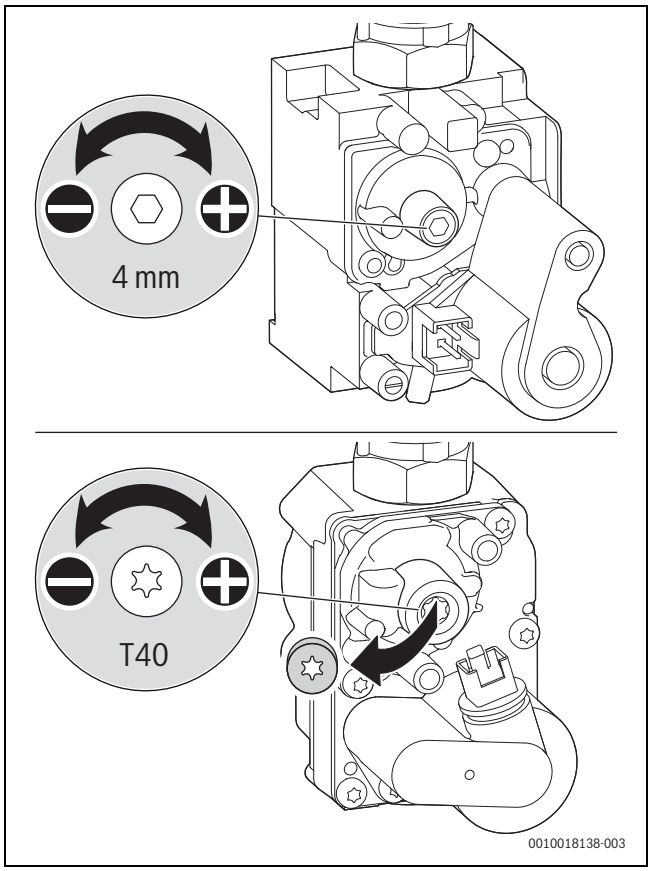

Fig. 56 Régler la teneur en CO_2 ou en O_2
- Retirer le scellé sur la vis de réglage du bloc gaz (bloc gaz en bas uniquement dans la fig. 56) et régler la teneur en CO_2 ou en O_2 pour une puissance thermique nominale minimale.